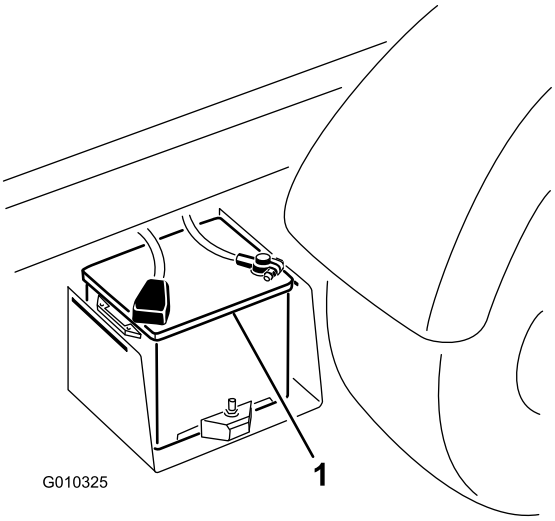

Figur 50
2. Anslut en startkabel mellan de två batteriernas pluspoler (Figur 50).